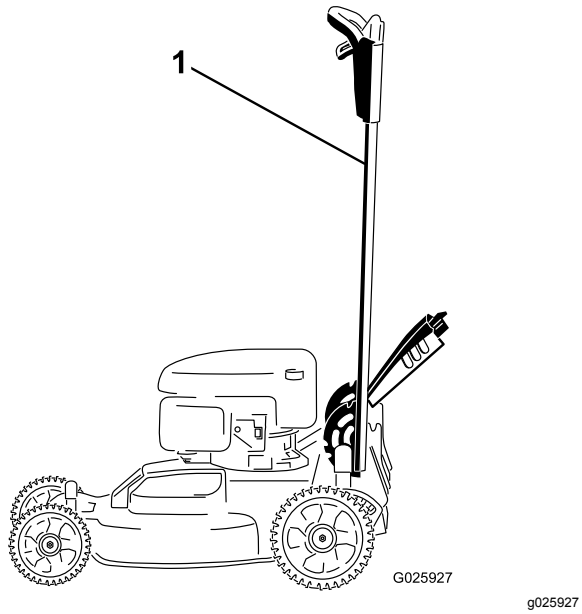

Figuur 41
1. Borg de handgreep in de verticale stand (Figuur 41); zie Hoogte van handgreep instellen (bladz. 11).